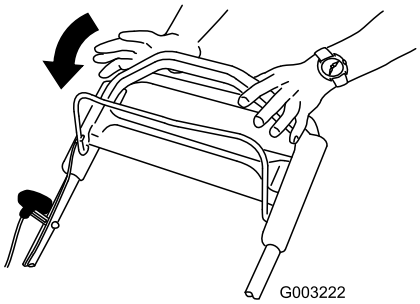

Figur 20
1. Slip bøjlen til knivens kraftudtag (Figur 20).